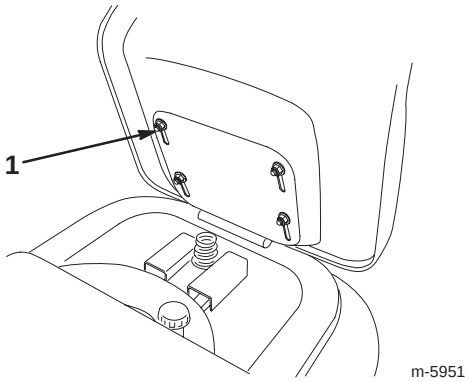

Bild 3
1. Heben Sie den Sitz an und lösen die 4 Schrauben (Bild 3).